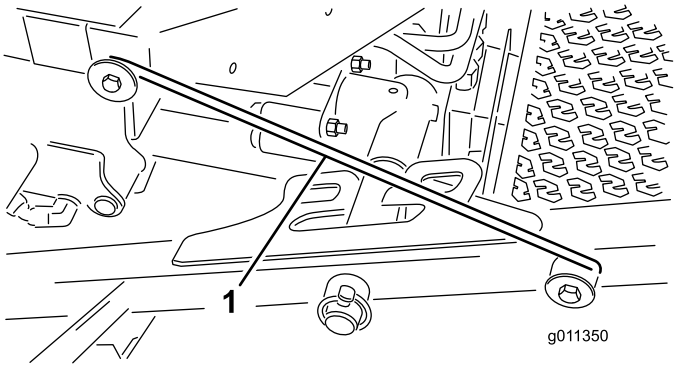

Figur 35
4. Frigør låsestangen (Figur 35) fra holderen på den forreste bærerramme.
5. Løft ydersiden af de forreste klippeskjolde, og anbring låsen over rammetappen, der er monteret foran på operatørens platform (Figur 35).